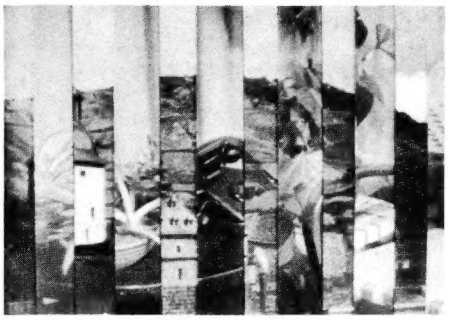

Bild 4b. 6-fach-Jalousie
6. 6fache Jalousie **(Bild 4b)**,